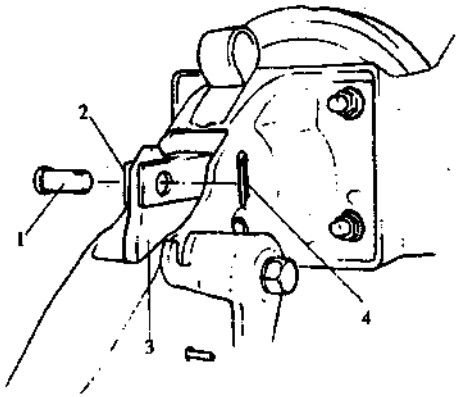

Fig.3.7-17
4) Disassemble the adjusting fork from the brake pedal arm. (Fig.3.7-17)